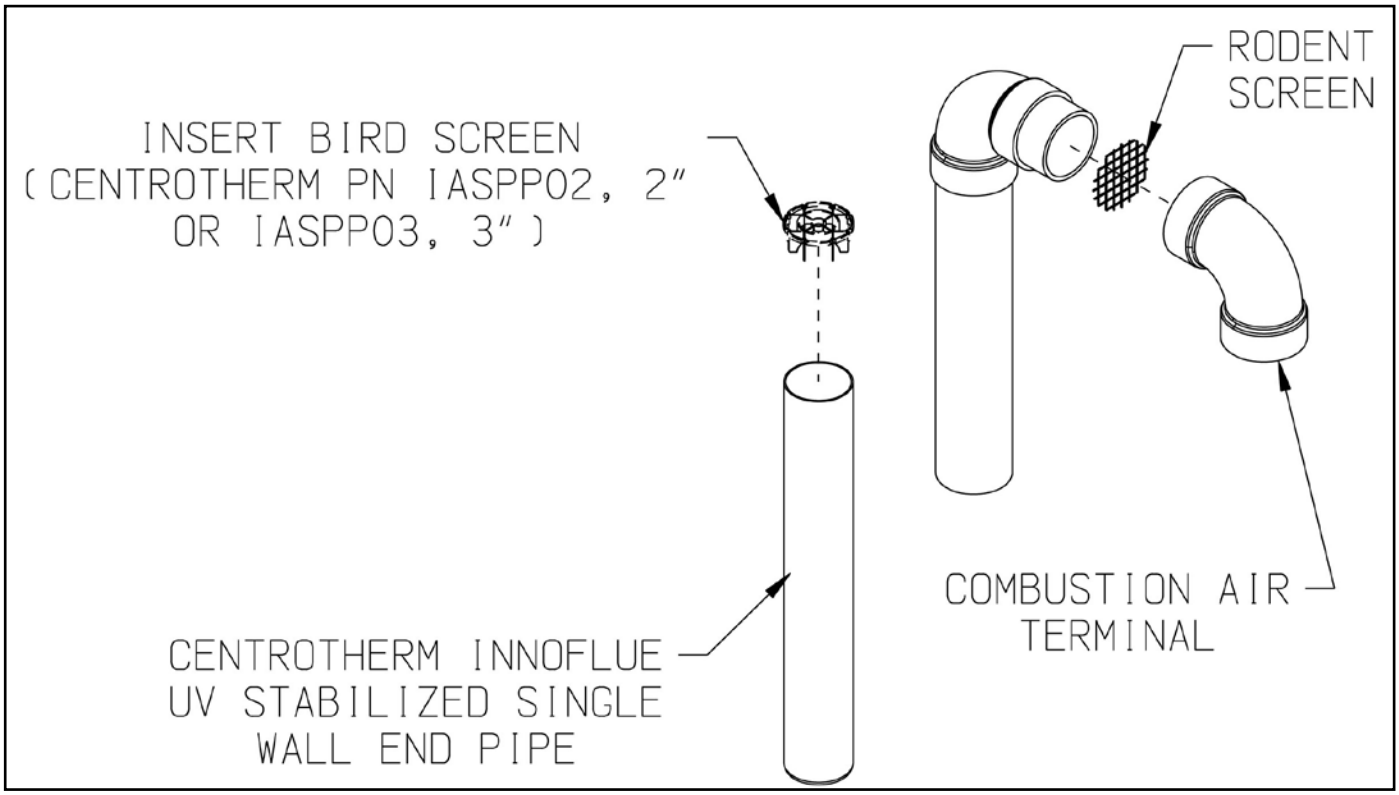

Figure 7.45: Installation of Centrotherm InnoFlue UV Stabilized Single Wall Vertical Terminal
a. See Figure 7.45 for the proper orientation of twin pipe vertical terminals.
c. A 180° bend (or two 90° elbows) are installed on the top of the air intake pipe. If two 90° elbows are used, the rodent screen provided can be installed between them (Figure 7.45). If a 180° bend is used, install the rodent screen in the open side of the bend, using a ring made of PVC pipe. If desired, the termination fittings can be attached to the end of the intake pipes with field supplied stainless steel screws so that they can be later removed for cleaning and inspection. If this is done, drill a clearance hole in these fittings and a tap hole in the end of the intake pipes to accept these screws.